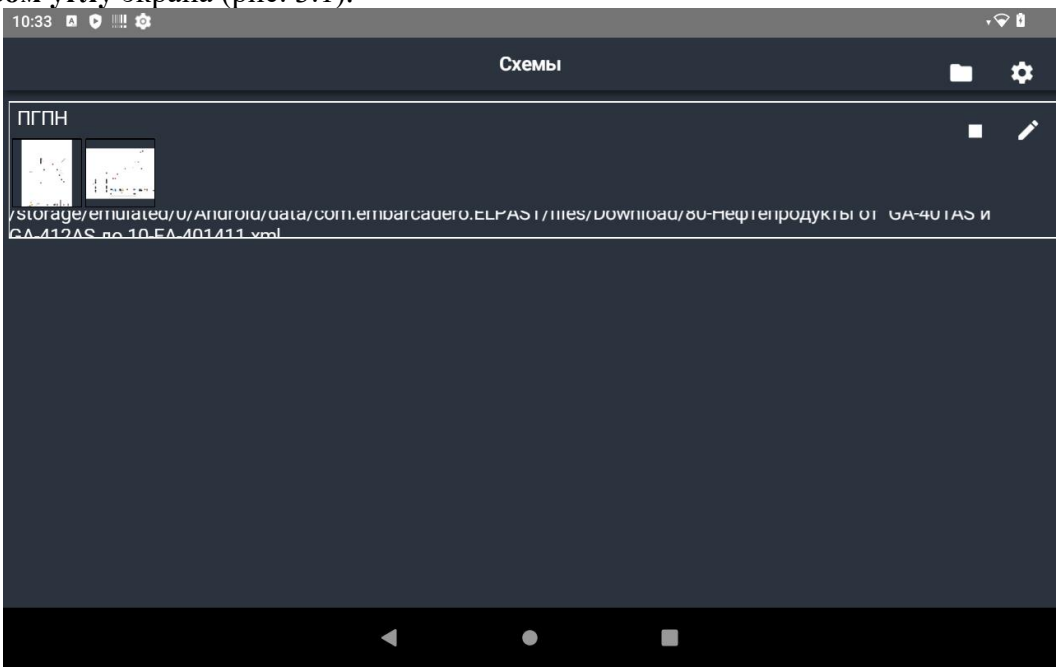

Рис. 3.1 – Главное окно планшета
2. В главном окне нажать иконку с изображением папки , расположенную в **верхнем правом углу** экрана (рис. 3.1).